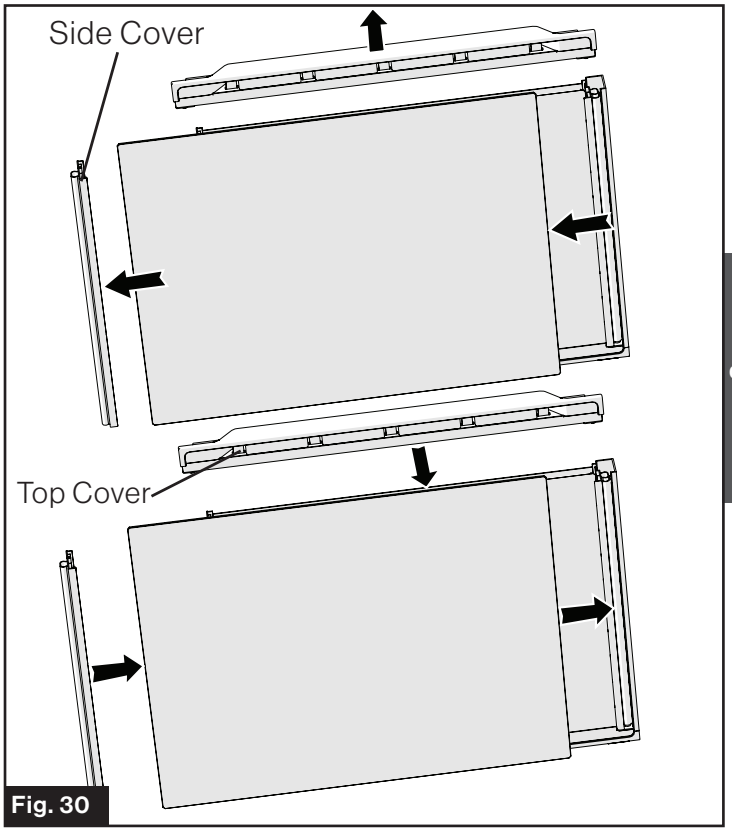

Fig. 30
2. Take off the Side Cover. Slide out the Freezer Door Panel and replace with a new one. Reinstall the Top Cover and Side Cover. (Fig. 30)